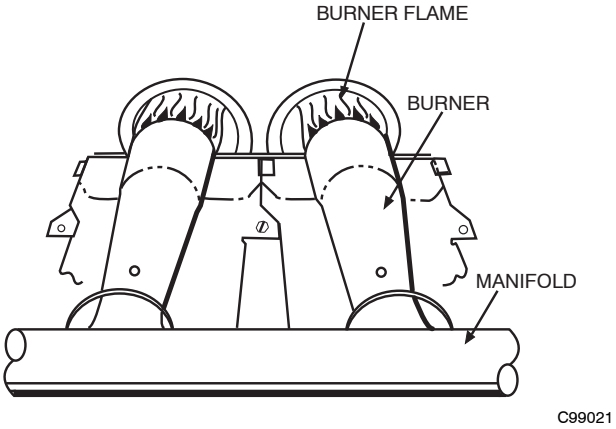

Fig. 10 - Monoport Burner
1. Inspection of all flue product passages-including the burners, heat exchanger, and flue collector box, Mare sure the burner flames are blue in color and in proper adjustment. Refer to Fig. 10 for burner flame.